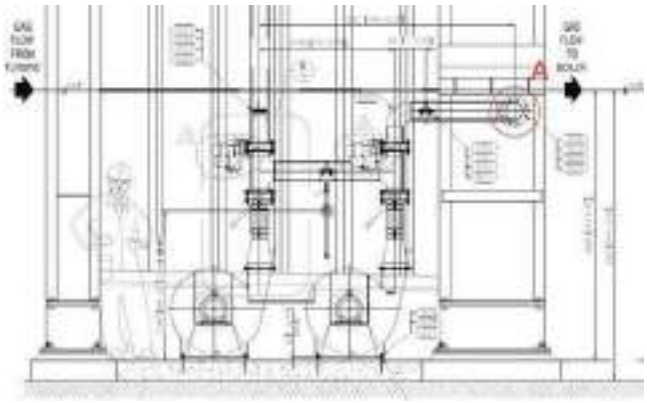

Fig.1 – view on the seal air side of the diverter damper
The diverters for ABPR1/2 were delivered late in 2012 and commissioned in 2013. In early 2017 an issue was reported whereby cracks had developed around the seal air entry flange at the HRSG side of diverter dampers 11 & 12, as marked "A" in Fig1 below.
b. Temporarily support the horizontal seal air pipe 13-5002 (see 8790-13-5000) and unbolt it from the seal air flange on the diverter at location "A" in Fig.1. Take care not to lose the fasteners or gasket, as they will be re-used for installation later.